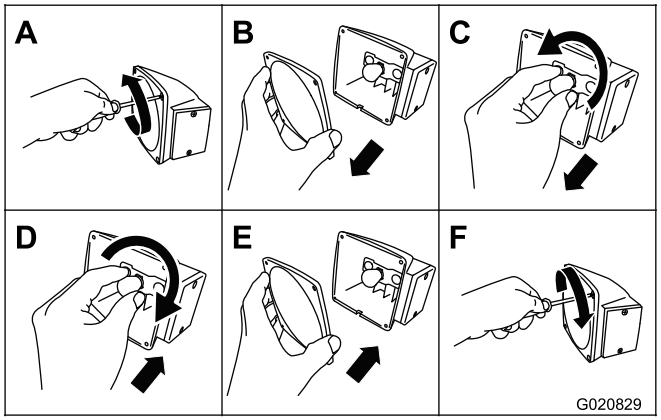

Figure 75
1. Use a screwdriver to remove the 4 screws from the large square lens on the light (Figure 75).
2. Remove the lens (Figure 75).
3. Push and twist the bulb counterclockwise to remove it from the socket (Figure 75).
4. Push a new 1157 bulb into the socket and then twist it clockwise (Figure 75).
5. Install the lens and the 4 screws (Figure 75).